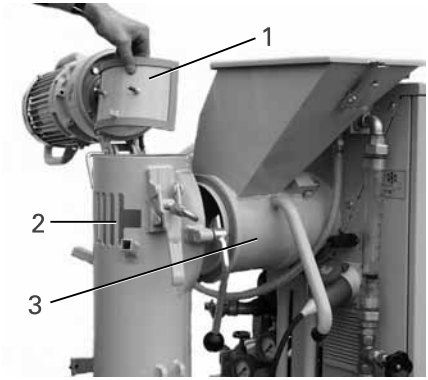

Рис. 22: duo-mix с загрузочной/ приемной воронкой
- Установка смесительной трубки с воронкой (рис. 22, 3)
- Закрепить заслонку (рис. 22, 1) на шлицах с внутренней части насосного узла (рис. 22, 2)